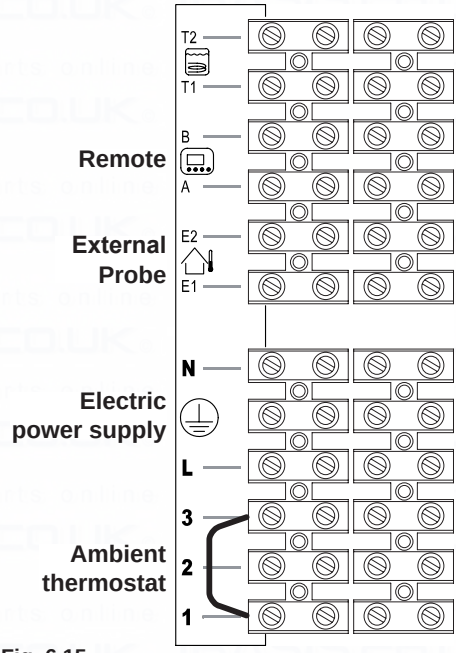
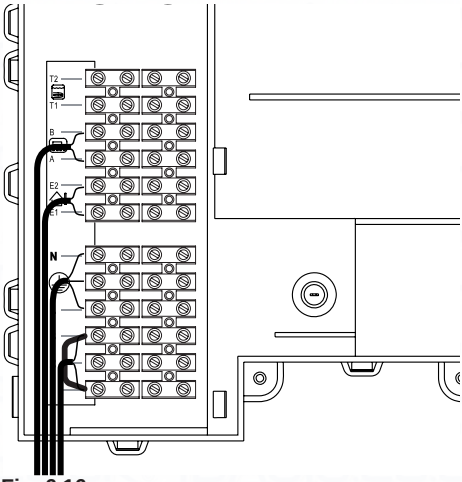
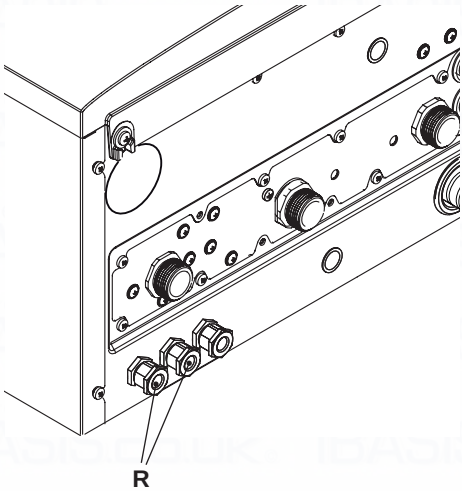

Fig. 6.15
Fig. 6.16
Fig. 6.17
- Connect the electric power supply cable coming from the fused spur isolation switch to the power supply terminal block of the boiler Fig. 6.15 keeping the same connections for the live (brown wire) and the neutral (blue wire). External 3A fuse or fused plug with same current rating is recommended.
The route of the boiler and ambient thermostat's electric power supply cable or wires must follow the route indicated in Fig. 6.16.
Allow the cables to exit the boiler by using the relevant cable clamps R (Fig. 6.17).
Use the clamps indicated in Fig. 6.15 to connect the ambient thermostat.
Use the ambient thermostat's clamps indicated in Fig. 6.15 and Fig. 6.16 to connect the zone valve Insert the electric cables of the zone valve's micro switch contacts in clamps “1 and 3” of the ambient thermostat's terminal block as in Fig. 6.16.
The route of the boiler and ambient thermostat's electric power supply cable or wires must follow the route indicated in Fig. 6.16. Allow the cables to exit the boiler by using the relevant cable clamps R (Fig. 6.17).
The route of the external probe's connection wires must follow the route indicated in Fig. 6.16.
The route of the remote control cable must follow the route indicated in Fig. 6.16.